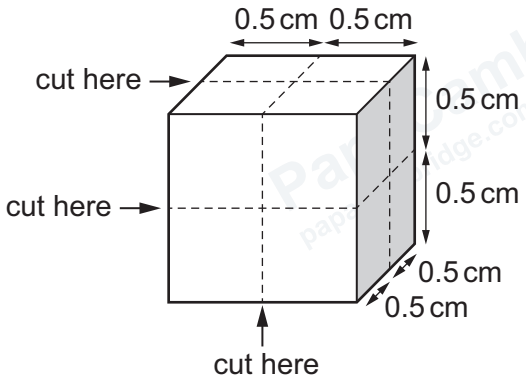

Figure 1.3
step 5 Put the remaining cube of potato onto the white tile. Use the ruler and scalpel to measure and cut the cube of potato as shown in Figure 1.3. This will make **eight** equal-size cubes.